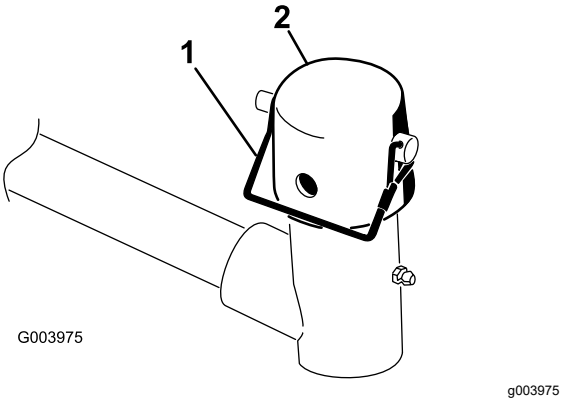

Figur 9
9. Demontera låsstiftet och locket på lyftarmens svängok (Figur 9).